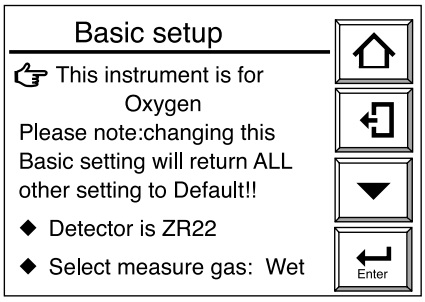

Figura 7.7 Configurazione base
(5) Viene visualizzato il display “Basic setup” illustrato nella figura 7.7. Controllare il tipo di convertitore impostato. Qualora al momento dell’acquisto sia stata selezionata l’opzione Analizzatore Umidità /HS, il convertitore è stato configurato prima della spedizione per umidità ad alta temperatura.
Controllare che la sonda di misura di cui alla figura 7.7 sia adatto all'apparecchio.